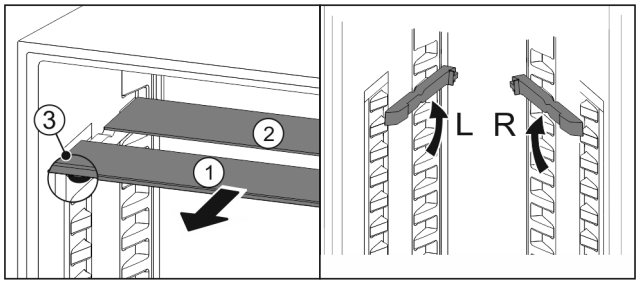

Fig. 92
▶ Extrageți *Fig. 92 (1)* pe rând plăcile de sticlă spre înainte.
▷ Placa de sticlă *Fig. 92 (1)* cu șipca decorativă se află în față.
▷ Opritoarele *Fig. 92 (3)* indică în jos.